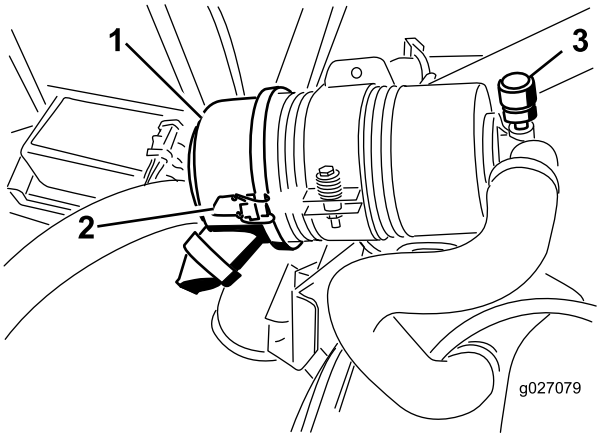

Figuur 53
Geef het luchtfilter uitsluitend een onderhoudsbeurt als de onderhoudsindicator (Figuur 53) dit aangeeft. Als u het luchtfilter vervangt voordat dit nodig is, wordt alleen maar de kans vergroot dat er vuil in de motor komt als u het filter verwijdert.
1. Maak de sluitingen los waarmee het deksel van het luchtfilter is bevestigd aan het luchtfilterhuis (Figuur 53).